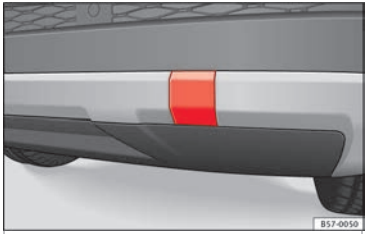

Fig. 99 Rear bumper on right: remove the lid.
The housing of the screw towing eye is on the right side of the rear bumper behind a lid ››› **Fig. 99**. *Vehicles equipped as standard with a towing bracket* **do not** have any housing for the screw towing eye behind the lid. In this case, the tow hitch needs to be extracted or installed and used for towing ››› **page 259**, ››› ❗.
- Press the upper side of the lid ››› **Fig. 99** to unclip it.